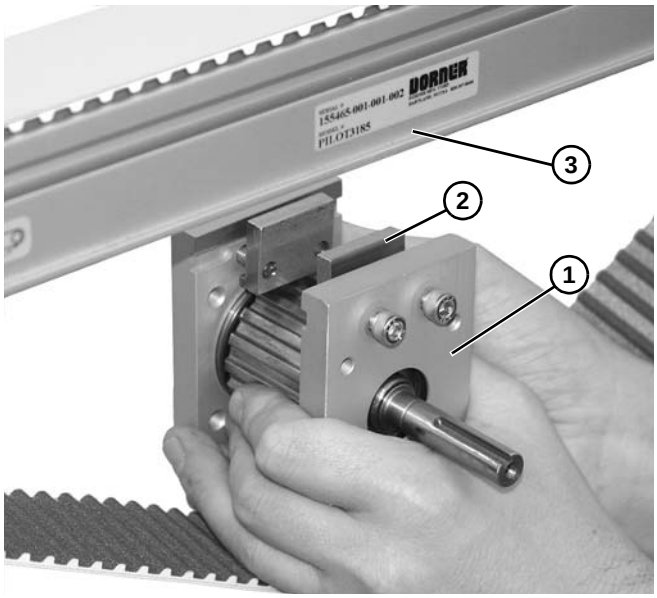

Abbildung 88
7. Tracking-Klemmblock der mittleren Spindelbaugrupe **(Abbildung 88, Teil 1) (Abbildung 88, Teil 2)** auf Förderrinne **(Abbildung 88, Teil 3)** auf jeder Seite des Förderbandrahmens anheben.